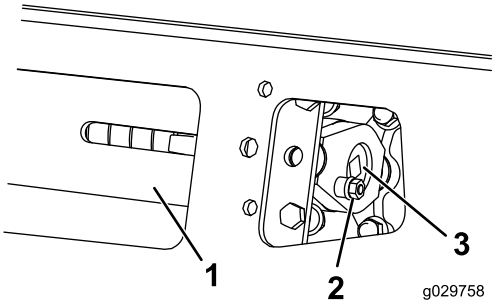
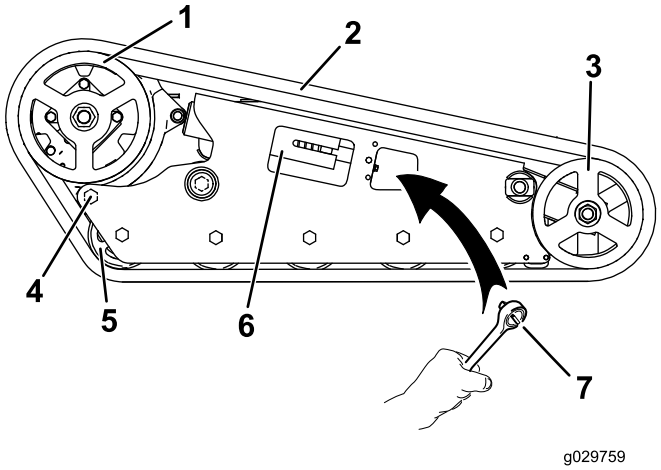

Figuur 55
Figuur 56
3. Verwijder de borgbout en de moer (Figuur 55).
5. Lijn de dichtstbijzijnde inkeping in de spanschroef uit met de opening van de borgbout en bevestig de schroef met de borgbout en moer (Figuur 55).
3. Gebruik een dopsleutel van 1/2" en verminder de spanning door de spanschroef rechtsom te draaien (Figuur 55 en Figuur 56).
4. Draai de achterste bout bij het aandrijfwiel los (Figuur 56).
6. Als de rupsband van het voorwiel af is, verwijdert u de band van de kettingwielaandrijving en de wegwielen (Figuur 56).
7. Begin bij de kettingwielaandrijving en plaats de nieuwe rupsband rond de aandrijving. Controleer of de aansluitpunten tussen de afstandsstukken op de aandrijving passen (Figuur 56).
8. Duw de rupsband onder en tussen de wegwielen (Figuur 56).